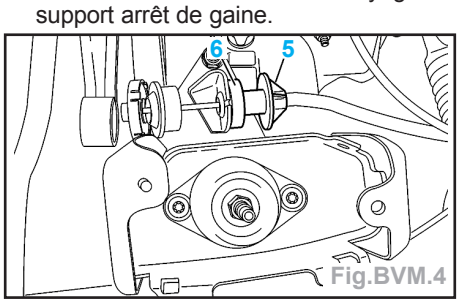

Fig.BVM.4
- Déposer (Fig.BVM.4) :
- l'embout gaine (5),
- le tampon (6),